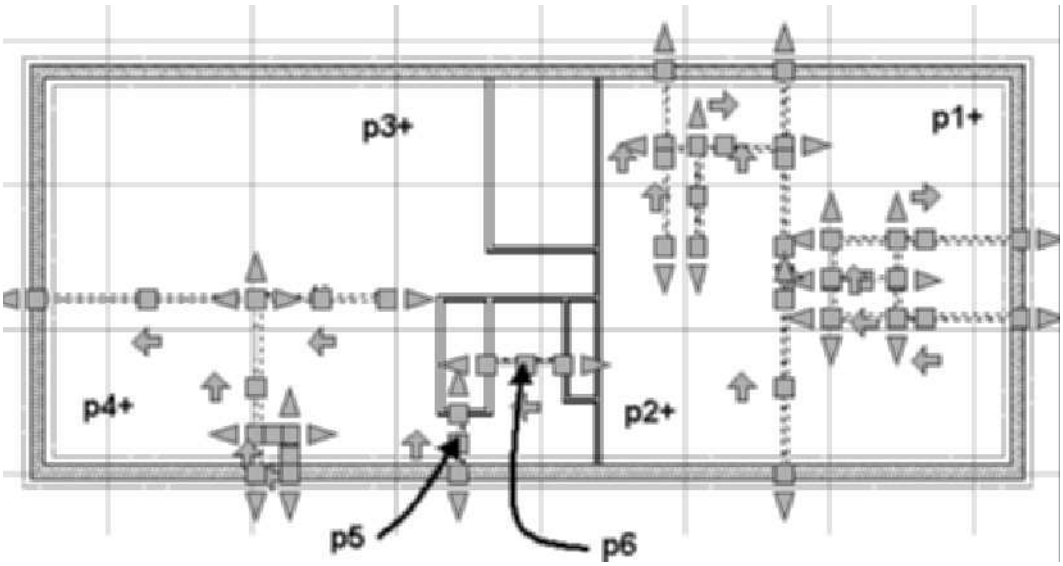

FIGURE 3.94 *Walls selected for the Erase command*
25. Right-click the workspace and choose Basic Modify Tools > Delete from the shortcut menu. Select the interior walls shown in Figure 3.94 to erase the walls as shown in the following command line prompts:
Select objects: Specify opposite corner: 10 found *(Create crossing selection, click near* p1 *and then near* p2 *as shown in Figure 3.94.)*
Select objects: Specify opposite corner: 5 found, 15 total *(Create crossing selection, click near* p3 and then near p4 *as shown in Figure 3.94.)*
Select objects: 1 found, 16 total *(Select wall at* p5 *as shown in Figure 3.94.)*
Select objects: 1 found, 17 total *(Select wall at* p6 *as shown in Figure 3.94.)*